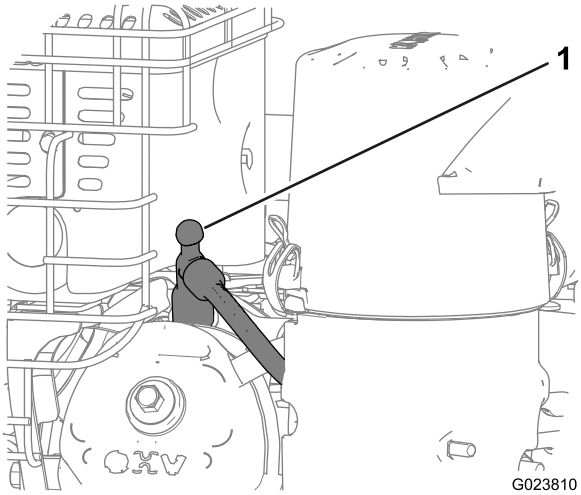

Bild 19
3. Ziehen Sie den Zündkerzenstecker ab und halten diesen von der Zündkerze fern, um ein versehentliches Anlassen zu vermeiden (Bild 19).